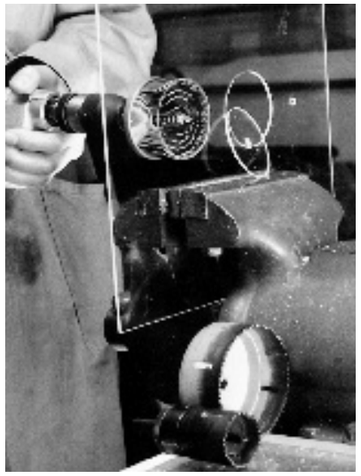

Fig. 17 : trépans ou une scies-cloches
- Trépan et scie-cloche (Fig. 17)